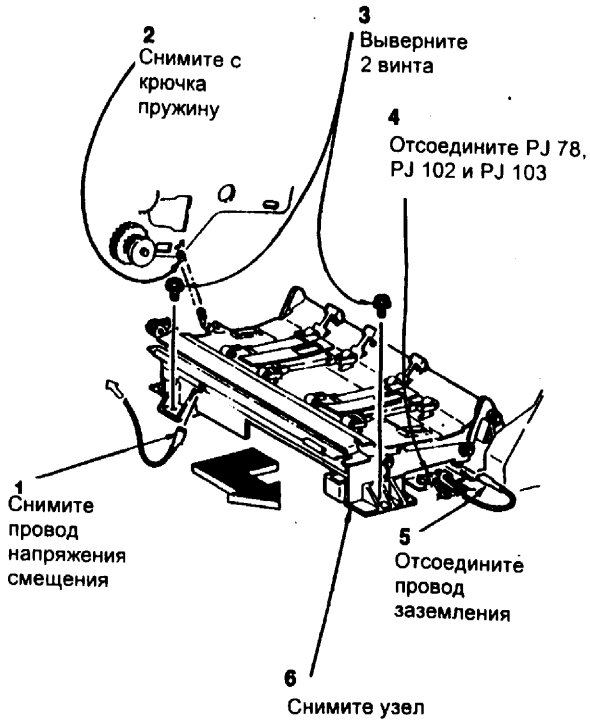

Рис. 1 Снятие узла регистрации бумаги
6. (Рис. 1) Снимите узел регистрации бумаги.